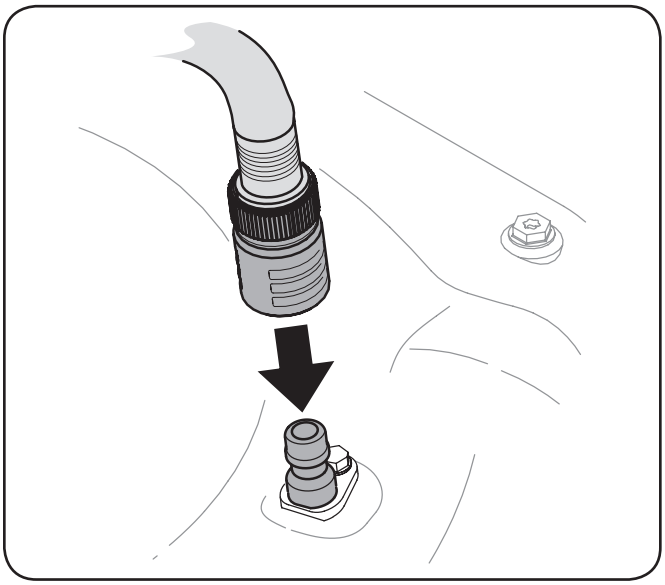

Figura 6-2
3. Una el acople de la manguera al puerto de agua que se encuentra en la superficie de la plataforma. Vea Figura 6-2.